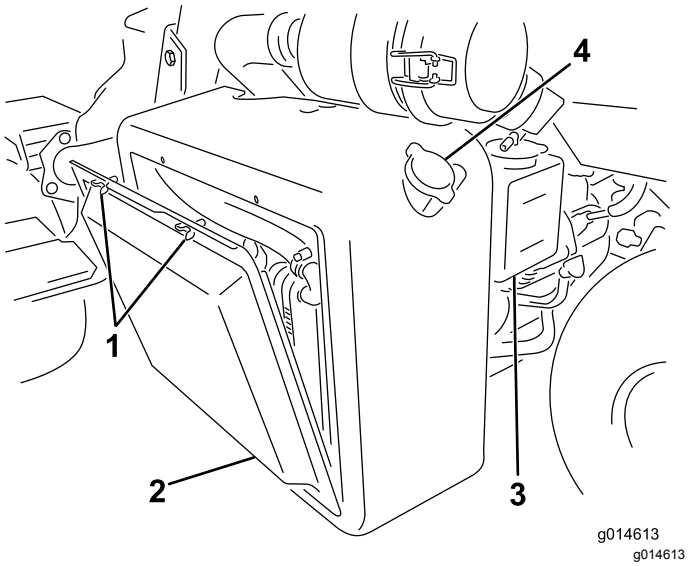
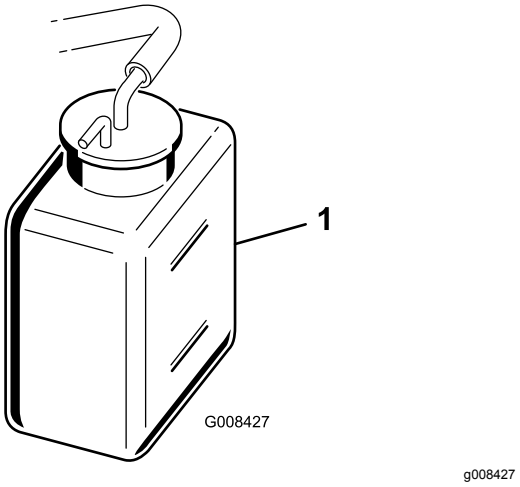

**Figur 38**
**Figur 39**
1. Ta bort kylargallret (Figur 38).
2. Kontrollera kylvätskenivån (Figur 38 och Figur 39).